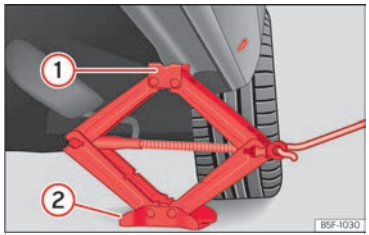

Fig. 265 Larguero: colocación del gato del vehículo.
- Gire la manivela del gato, situado bajo el punto de apoyo del larguero, para elevarlo hasta que la pestaña (1) ››› **fig. 265** quede situada bajo el alojamiento previsto.
- Alinee el gato de modo que la pestaña (1) “agarre” en el alojamiento previsto del larguero y la placa base móvil (2) quede apoyada en el suelo. La placa base (2) debe caer en la vertical respecto al punto de apoyo (1).